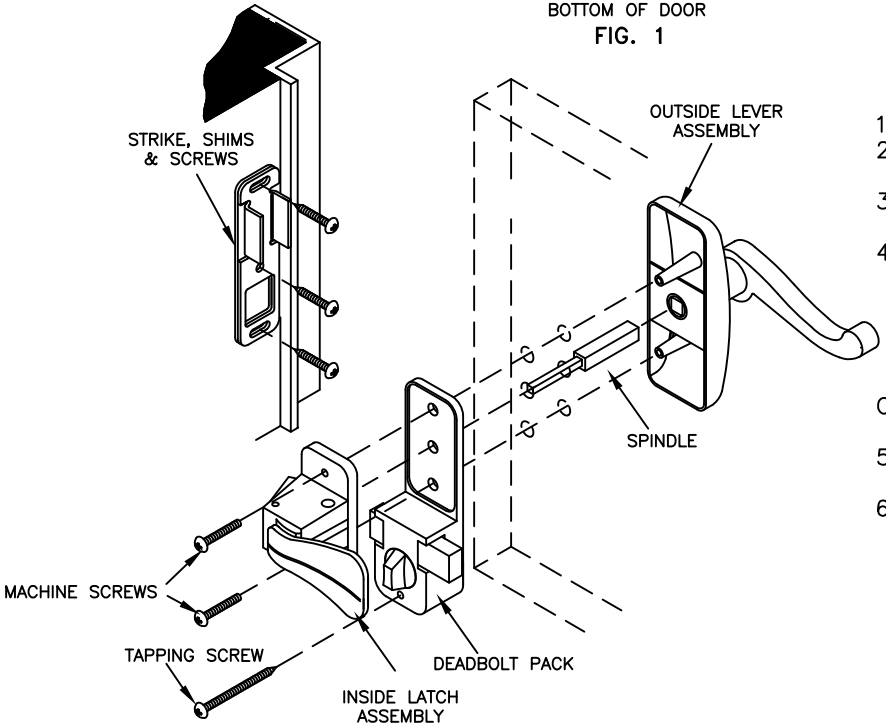

FIG. 2
1. Rotate handle so it is aligned as shown in Fig. 2.